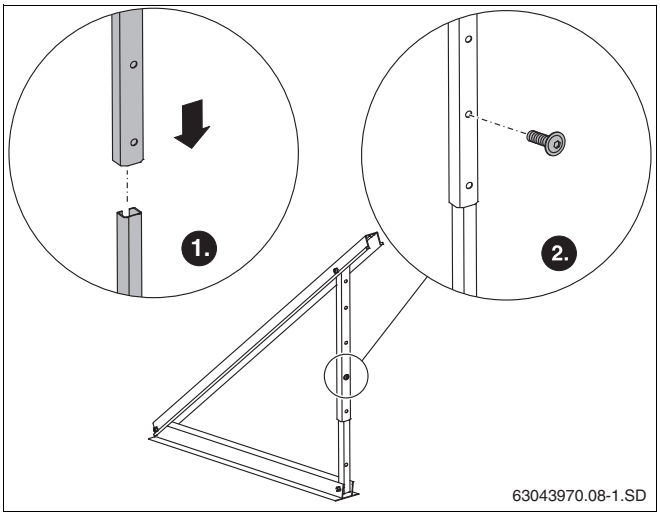

Рис. 11 Соединение телескопических стоек
- ▶ Вставить направляющие одну в другую и закрепить винтом M8 × 20 (рис. 11).